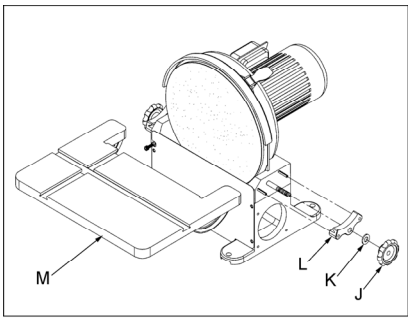

Fig 7
Retirer les griffes de serrage (J, Fig 7), les rondelles (K), les segments pivotants (C) et la table (M).